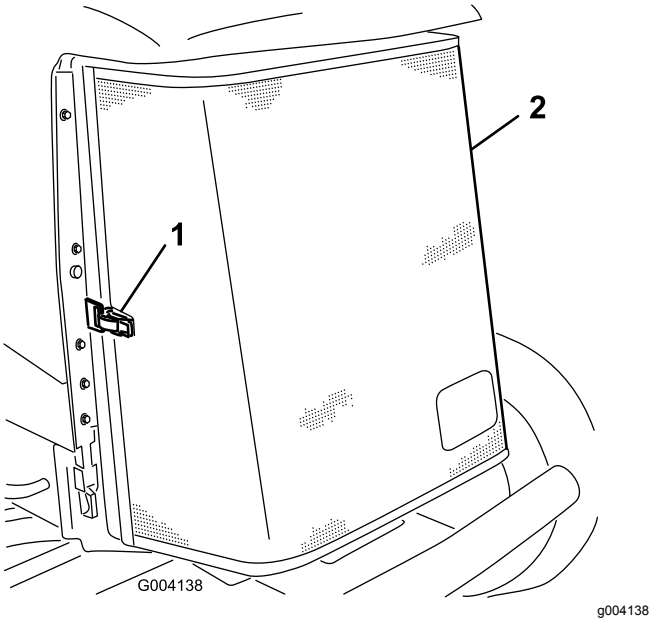

Figur 65
3. Lås klemmen op, og drej kølergitteret for at åbne det (Figur 65).